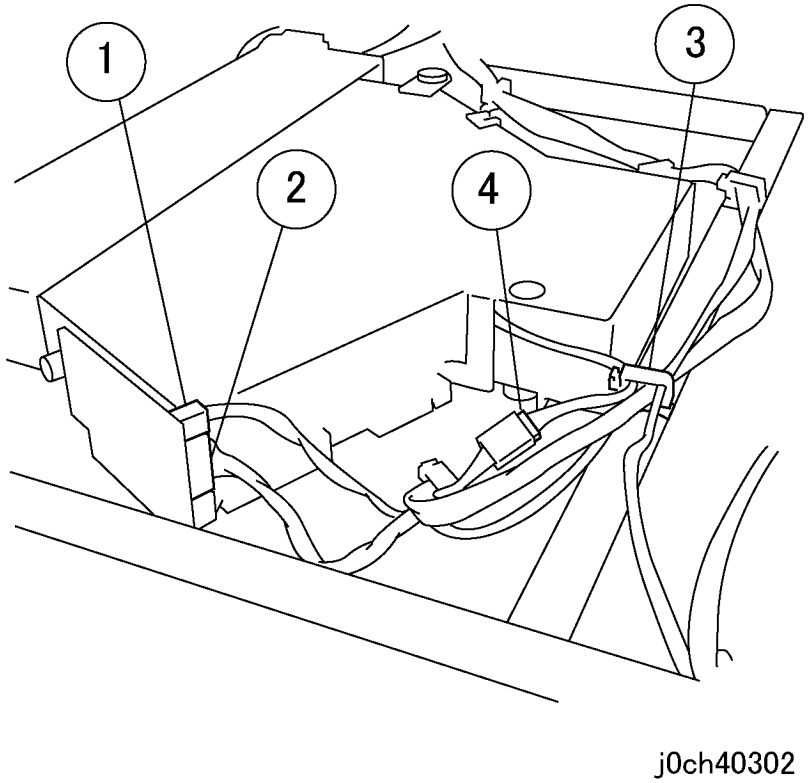

Рисунок 4 Отсоединение разъемов (x3) (j0ch40302)
5. Отсоедините разъемы ROS (x3) (рисунок 4).